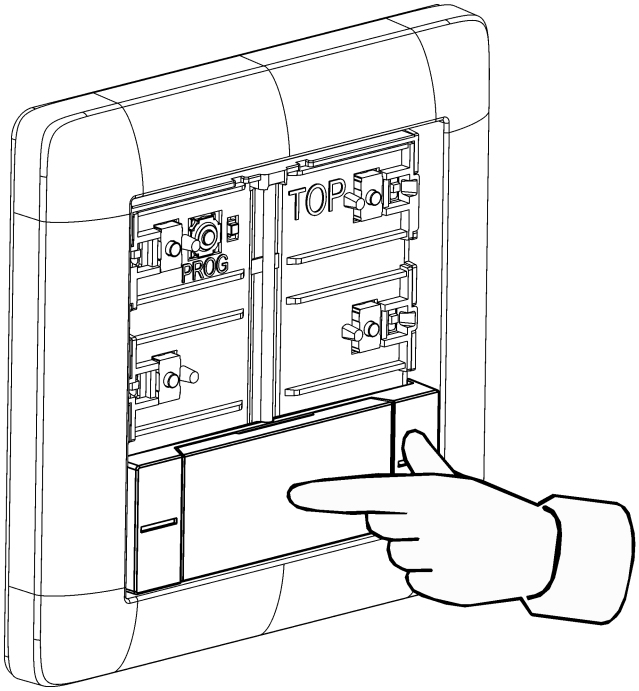

Bild 8: Bedienwippe mittig andrücken
- Mittig auf die Bedienwippe drücken (siehe Bild 8).